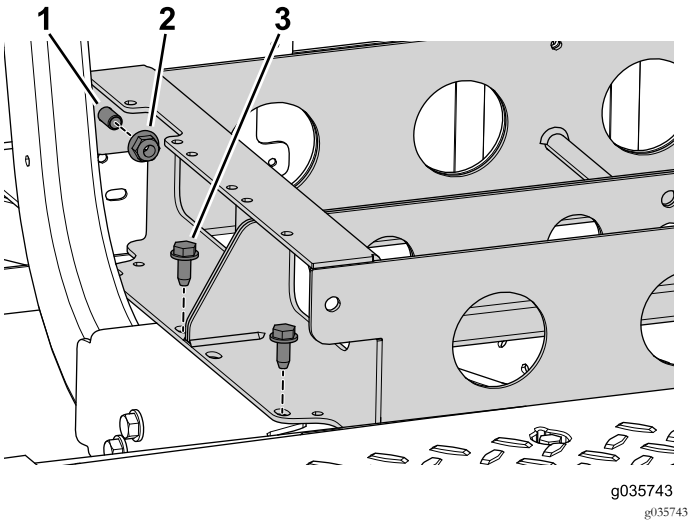

Figura 82
1. Utilice las 2 tuercas con arandela prensada y pernos para sujetar entre sí las bandejas de baterías trasera y delantera (Figura 82).
2. Utilice los 4 pernos (3/8" x 1") para sujetar la bandeja de baterías delantera a la máquina (Figura 82).